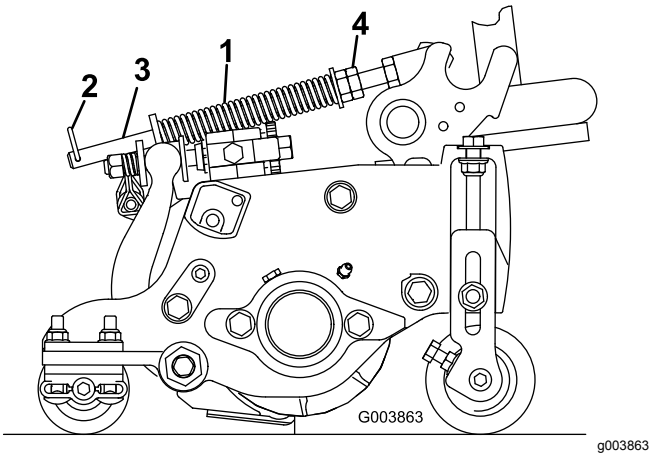

Figur 15
Plænekompensationsfjederen overfører vægt fra forrullen til bagrullen (Figur 15). Dette medvirker til at reducere dannelsen af et bølgemønster i plænen, også kaldet ondulation.
1. Sørg for, at låseclipsen er monteret i det bageste hul i fjederstangen (Figur 15).
2. Stram sekskantmøtrikkerne på forenden af fjederstangen, indtil fjederens sammentrykkede længde er 12,7 cm på 12,7 cm-klippeenheder, eller 15,9 cm på 17,8 cm-klippeenheder (Figur 15).